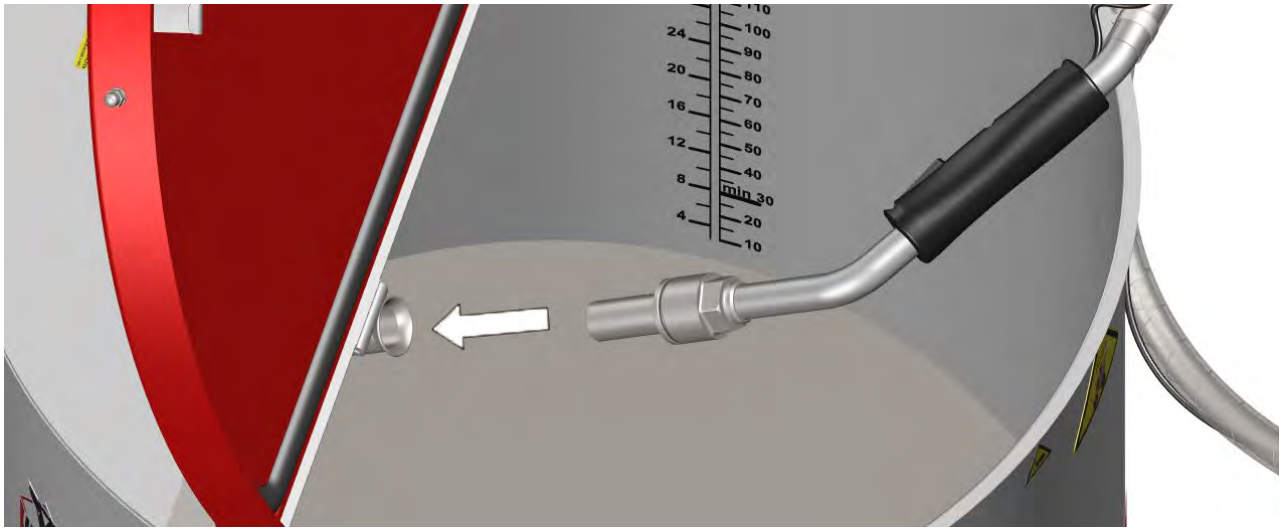

Imagen 24: Inserte la pistola dosificadora en el dispositivo de enjuague
1. Introduzca la pistola dosificadora en el dispositivo de enjuague (véase en Imagen 24: Inserte la pistola dosificadora en el dispositivo de enjuague).